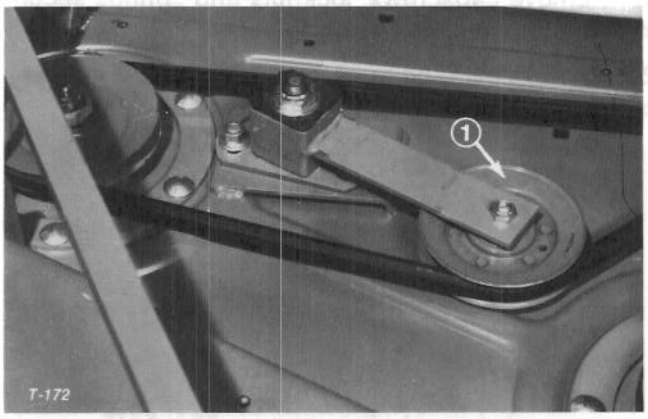

Figure 3
2. Loosen (2) nuts securing idler plate so tension of the idler pulley against the belt is released (Fig. 3).
4. Remove belt from right spindle pulley (Fig. 3).